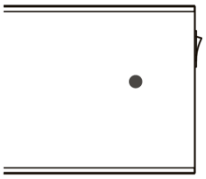

Afbeelding 9
3. Om het verwarmingsapparaat in de stand-by-modus te schakelen, richt u de afstandsbediening direct op de receiver en drukt u op "STAND-BY". Op dit ogenblik knippert de led voor de laagste verwarmtemperatuur om aan te geven dat het apparaat zich in STAND-BY-modus bevindt (afbeelding 9).